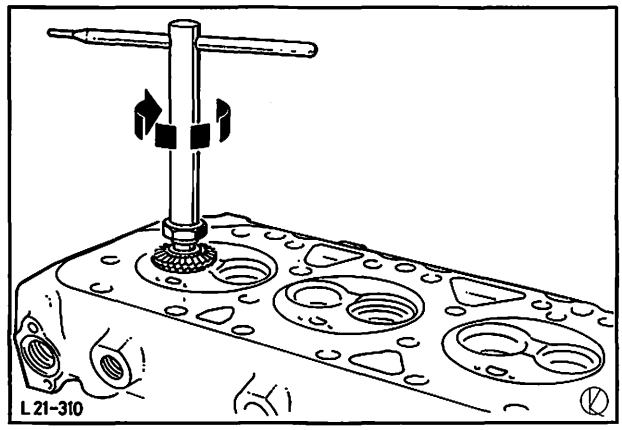
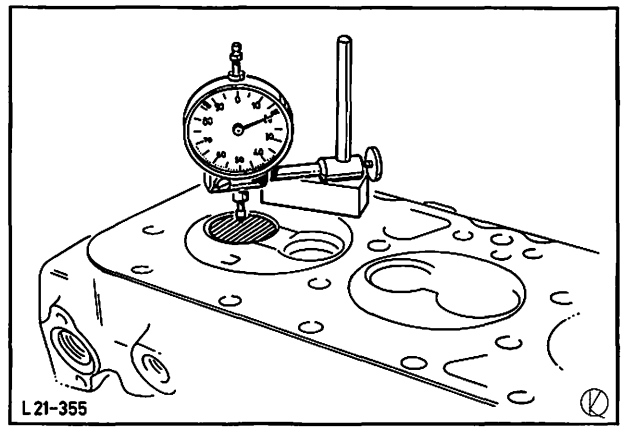

Abb. 137 Ventilsitz fräsen
Abb. 138 Sitz – Ventiltellertiefe im Zylinderkopf messen
1. Ventilsitz mit handelsüblichen Ventilsitzfräsern bearbeiten, Abb. 137, anschließend Ventilsitzbreite mit Korrekturfräser nacharbeiten und Sitz – Ventiltellertiefe im Zylinderkopf messen, Abb. 138.